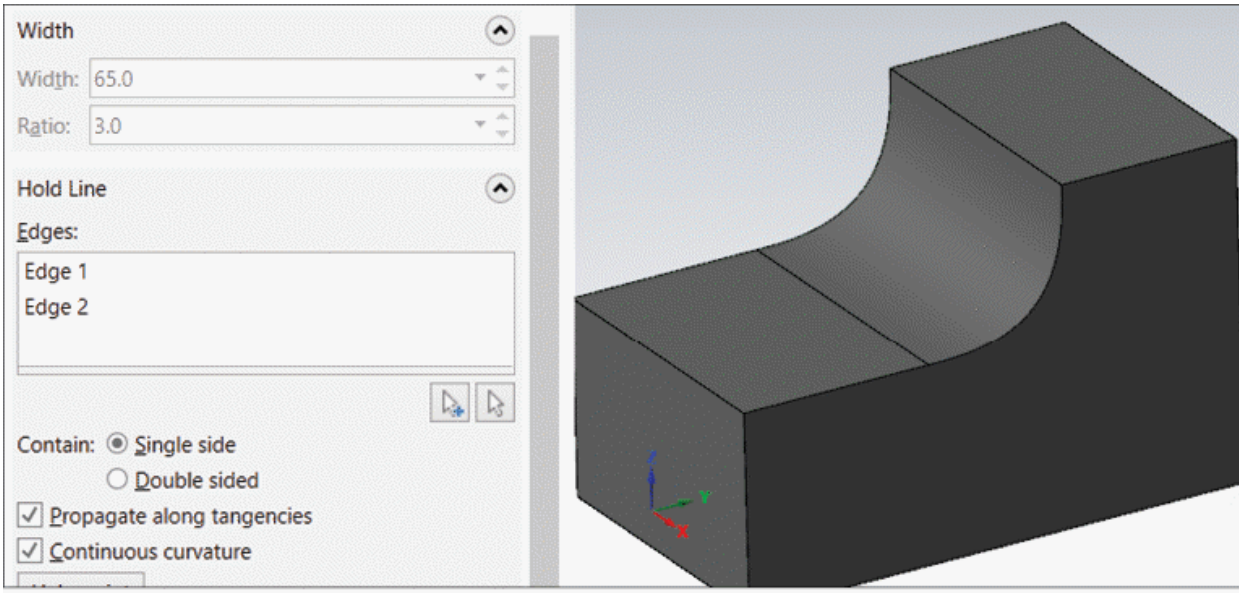

Figure-53. Preview of hold line fillet
- Click on the **OK** button from the **Solid Selection** dialog box. Preview of hold line fillet will be displayed; refer to Figure-53. Select the **Double-sided** radio button to create hold line fillet on both sides.